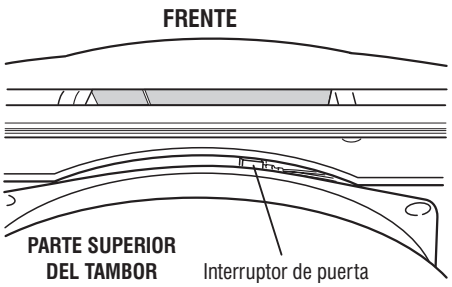

Figura 12 *Ubicación del interruptor de puerta.*
- Si no se cumple ninguna de las condiciones mencionadas arriba, o si aparece en la pantalla uno de los códigos del modelo de secadora mencionados arriba cuando se cierre la puerta, verifique que los alambres entre el interruptor de la puerta y los componentes electrónicos del control de la máquina estén conectados. Vea la figura 12 para la ubicación del interruptor y vea Acceso y remoción de los ensambles electrónicos, en la página 7.